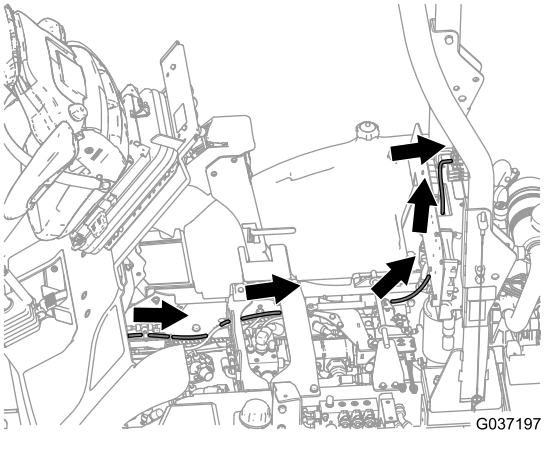

Figure 32
6. Route the wire around the platform pivot, and back to the fuse box area (Figure 32).